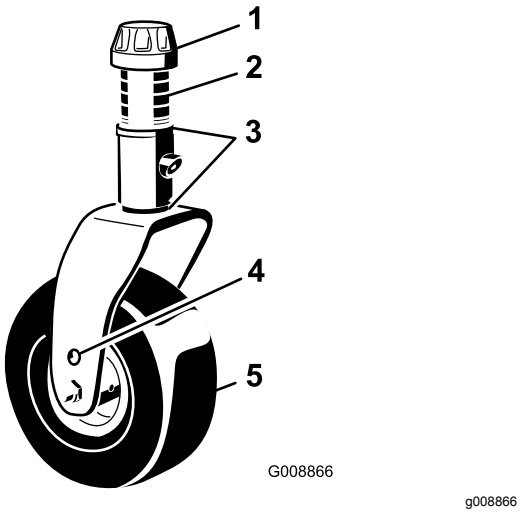

Figur 141
1. Fjern strammehætten fra styrehjulsspindlens aksel, og lad spindlen glide ud af styrehjulsarmen (Figur 141).
Fjern strammehætten og styrehjulsgaflen (Figur 141).